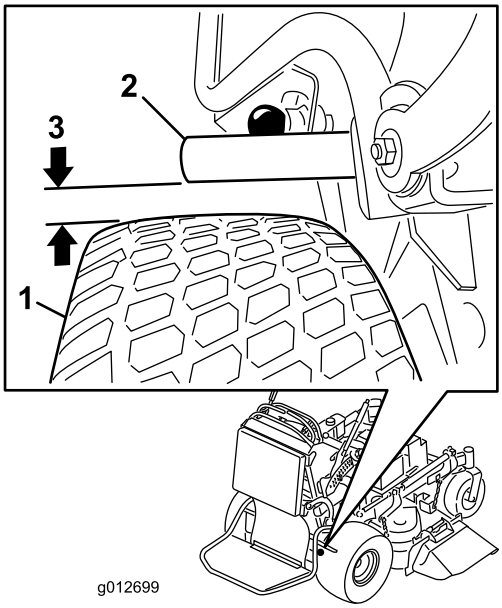

**Figur 63**
4. Mål avstanden mellom bremsestangen og dekket når bremsen er frigjort. Avstanden må være mellom 5 og 8 mm (Figur 63). Se avsnittet Justere parkeringsbremsen når justering er nødvendig.
5. Juster krysshodet. Avstanden mellom bremsestangen og dekket må være mellom 5 og 8 mm. For å stramme bremsen roterer du stangen oppover. For å løsne bremsen vrir du stangen nedover (Figur 63).